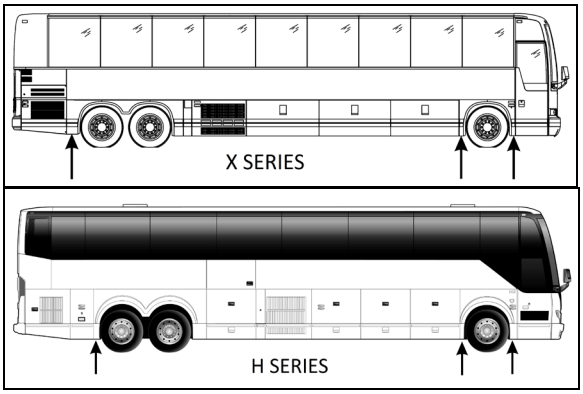

FIGURE 5: JACKING POINTS ON FRAME 18524
1. Raise vehicle by its jacking points on the body (Figure 5 or see Section 18, *"Body"* under heading *"Vehicle Jacking Points").* Place jack stands under frame. Remove drive axle wheels (if required, refer to Section 13, *"Wheels, Hubs And Tires".*